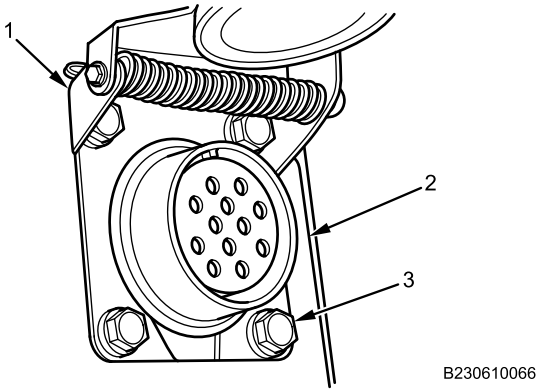

Figure 3. Rear Trailer Hookup Cover.
4. Remove four bolts (Figure 3, Item 3) and hookup cover (Figure 3, Item 1) from rear cover plate (Figure 3, Item 2).